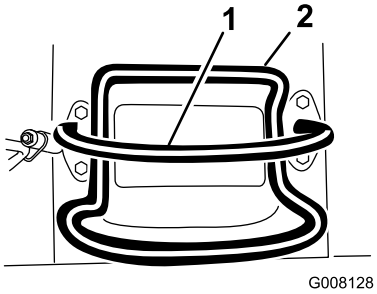
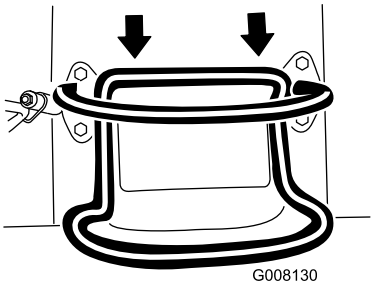

**Figur 7**
**Figur 9**
- För drivreglaget bakåt för att köra bakåt (Figur 9). **Titta bakåt när du backar för att upptäcka eventuella hinder och håll händerna på referensstaven (Figur 7).**
- Släpp drivreglaget för att stoppa drivningen (Figur 7).